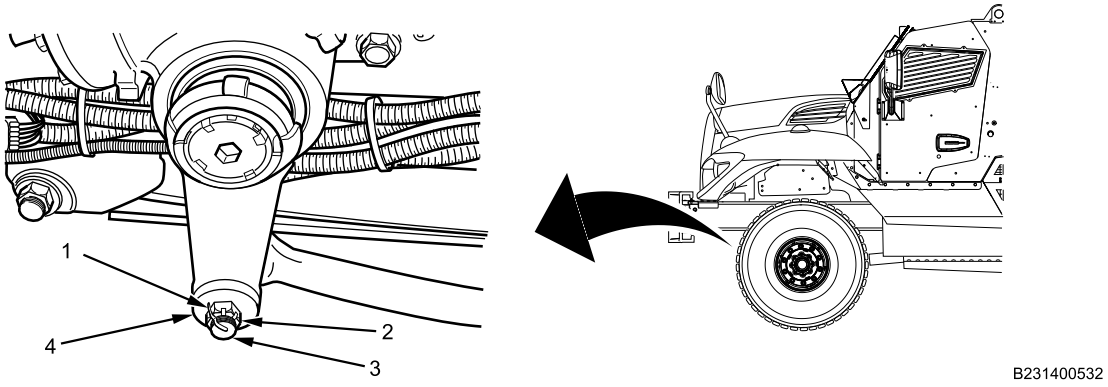

Figure 1. Pitman Arm and Drag Link.
1. Remove cotter pin (Figure 1, Item 1) and hex nut (Figure 1, Item 2) from drag link stud (Figure 1, Item 3) at end of pitman arm (Figure 1, Item 4). Discard cotter pin.
2. Remove drag link stud (Figure 1, Item 3) from pitman arm, (Figure 1, Item 4) using mechanical puller set and hammer.